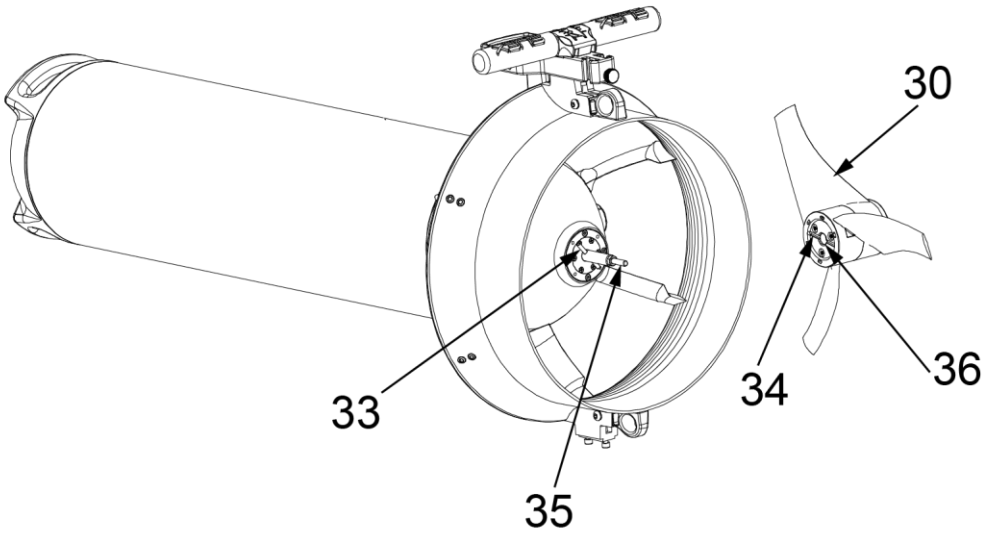

Fig 35 - Inserimento dell'elica
Infilare l'elica (il foro 36 - **Fig 35 - a pag. 41**) nell'albero motore dello Scooter (35), girare l'elica (in senso ORARIO) fino a quando la spina (33) si trova a combaciare con la sede (34) dell'elica. Quando si sentirà uno scatto l'elica smetterà di girare.